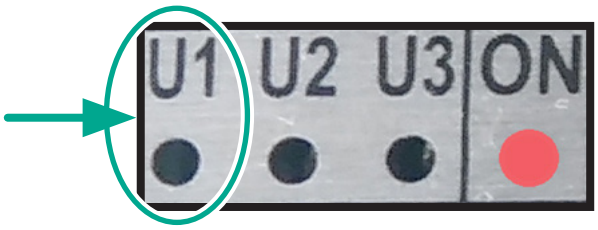

Fig. 5.12. Led alimentazione
2. Riavviare la RTU con il tasto reset. Il led U1 (Fig. 5.12) rimane acceso con luce fissa durante tutta la fase di aggiornamento.